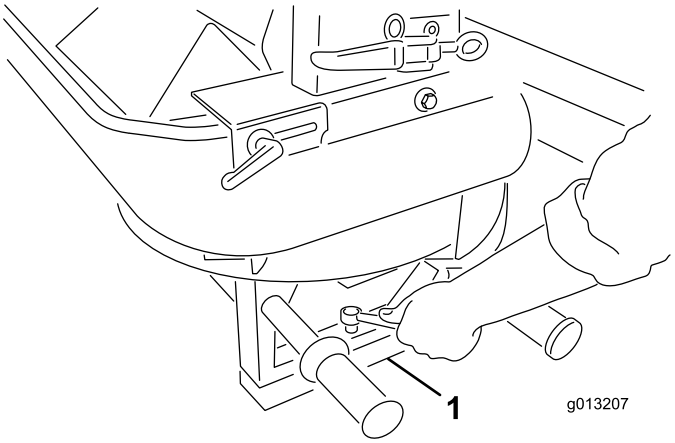

**Figur 6**
5. Fjern de fire skruer fra den dobbelte spinders ben. Løft den dobbelte spinder og fjern emballagestudserne og emballageskummet (Figur 6).